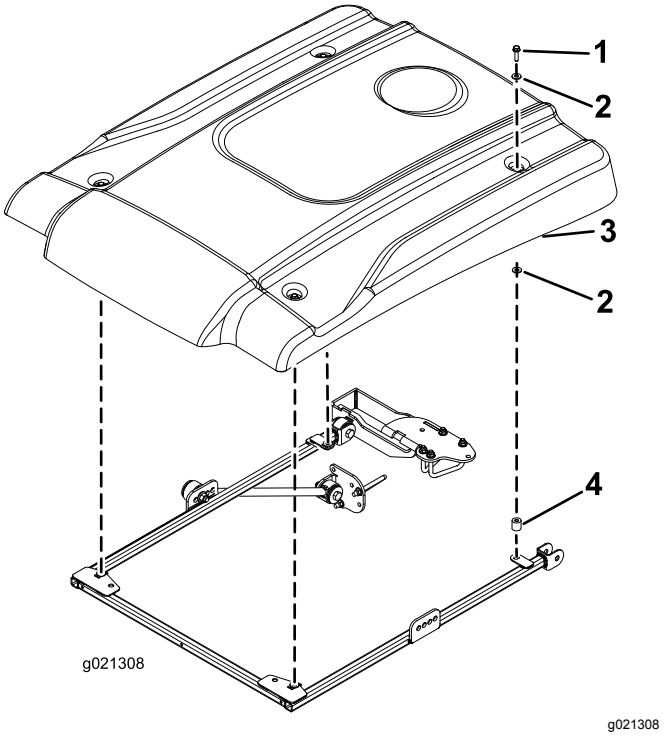

Figuur 37
11. Bij het uitlijnen van de bevestigingsgaten dient u het zonnescherm op het frame te plaatsen zoals wordt getoond in Figuur 37.
12. Bevestig de hoeken van het zonnescherm losjes op het frame met een flenskopbout (5/16" x 1-¼") en 2 kleine ringen en een afstandsstuk (Figuur 37). Plaats een ring aan elke zijde van de rubberen pakking van het zonnescherm.